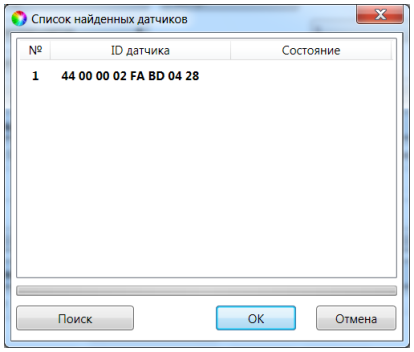

Рис. 3.14. Окно *Список найденных датчиков*
2. В открывшемся окне *Список найденных датчиков* **выделите** строку необходимого термодатчика, щелкнув по ней левой кнопкой мыши, и нажмите кнопку *OK* (рис. 3.14).